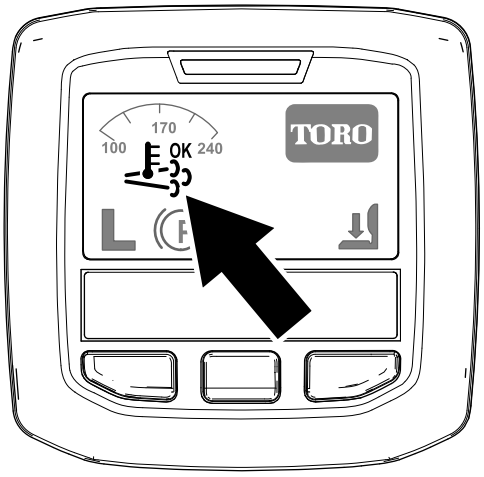

Figur 38
- Ikonet for assister/nulstil-regenerering vises i infocenteret (Figur 38).